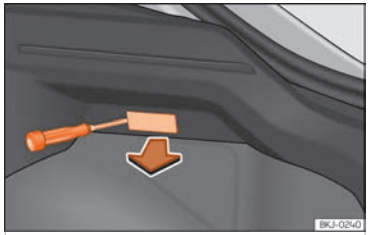

Fig. 168 Luz del maletero.
- Extraiga la tulipa haciendo presión sobre el borde de la parte interior de la misma con ayuda de un destornillador por su parte plana ››› fig. 168.